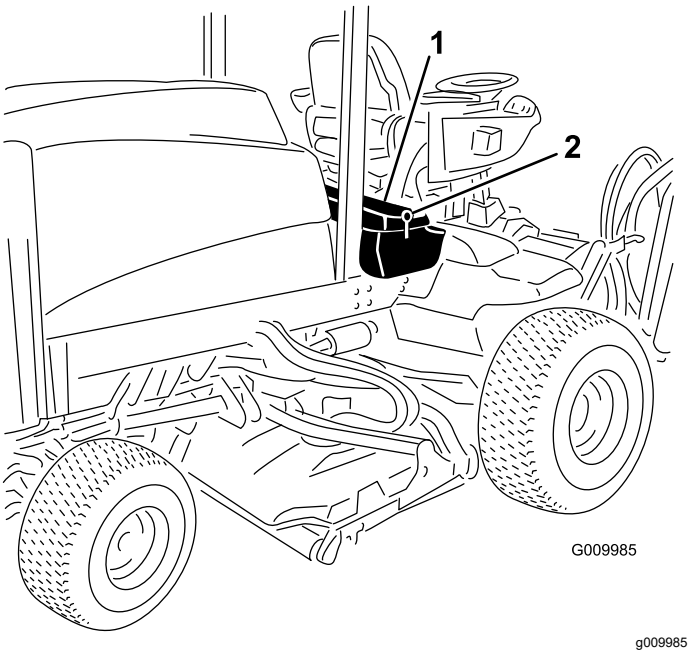

Figur 92
1. Lås opp og hev operatørens konsollpanel (Figur 92).